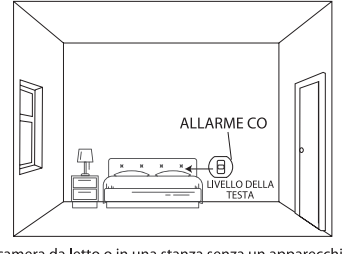

Figura 2: Installazione in una camera da letto o in una stanza senza un apparecchio a combustibile (installata a livello della testa
2. Installare l'allarme CO in una camera da letto o in una stanza senza un apparecchio a combustibile (vedere Figura 2):